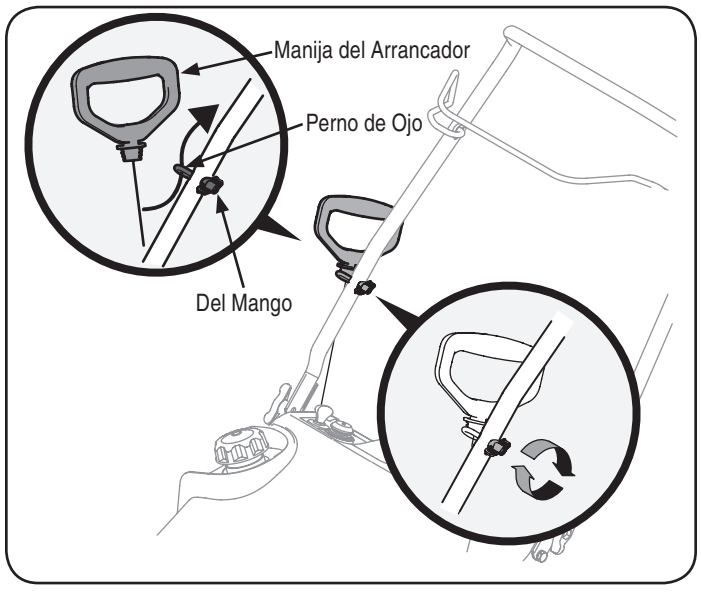

Figura 6
2. Coloque el perno de ojo y del mango en la manija superior como se muestra en la Figura 6. No apriete el hardware hasta que se lo indiquen.
4. Deslice el cable de arranque de arranque en la armella de la parte trasera de la máquina quitanieves. Vea la Figura 6.